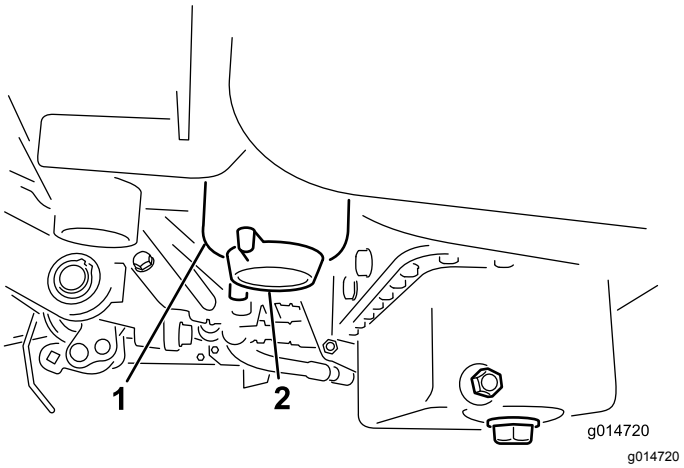

Rysunek 34
2. Oczyść obszar wokół miejsca zamontowania filtra (Rysunek 34).
4. Odkręć korek spustowy filtra (Rysunek 34).